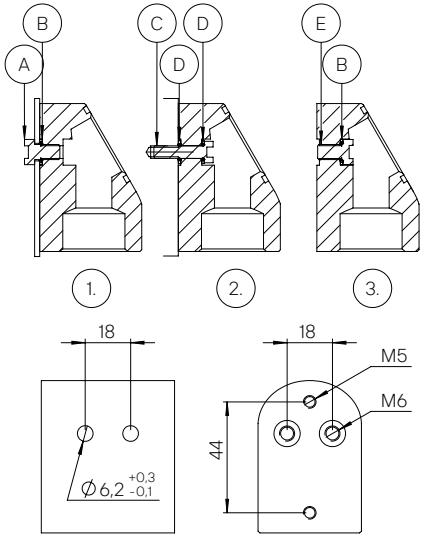

Abbildung 9
1. In Blech: Führen Sie von der Rückseite des Blechs die M6 Schrauben (Abb. 9-A) hindurch und setzen den M6 Usit-Ring (Abb. 9-B) auf. Schrauben Sie damit den Adapter fest.
2. In Vollmaterial mit M5 Gewinde: Führen Sie hierzu die M5 × 20 Schrauben (Abb. 9-C) mit aufgesetztem M5 Usit-Ring (Abb. 9-D) von der Innenseite des Adapters ein und schrauben Sie ihn an dem aufnehmenden Teil mit vorbereiteten M5 Gewinden fest.
auf der Rückseite zur Verfügung, siehe Abbildung 9. Schließen Sie hierfür die Bohrungen auf der Rückseite des Adapters mit der M6 Schraube (Abb. 9-E) mit aufgesetztem M6 Usit-Ring (Abb. 9-B) wie in 1. beschrieben von der Innenseite luftdicht ab.